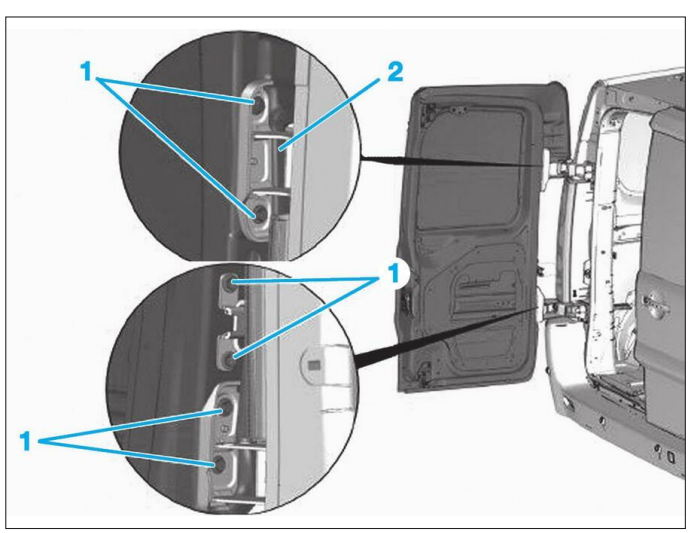

**Fig. 99**
• Déposer les vis (1) de charnière de porte (2) **(Fig.99)**.